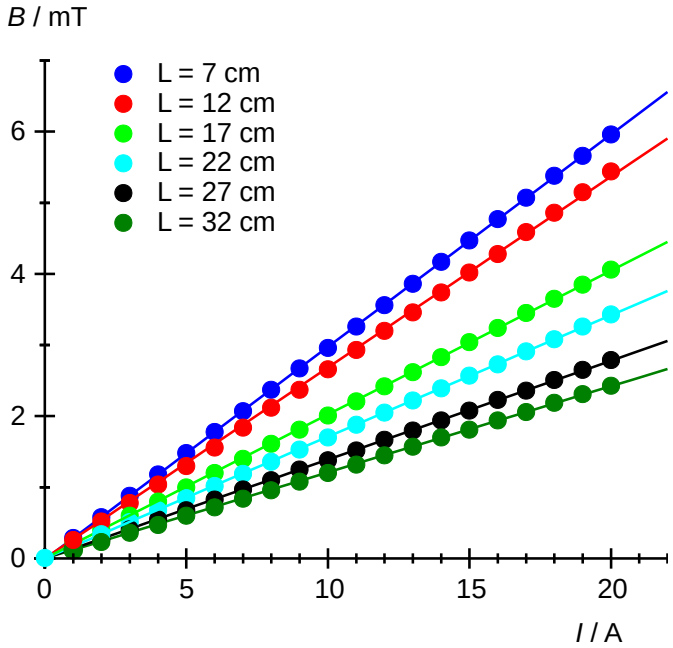

Fig. 6: Magnetische Flussdichte *B* in Abhängigkeit vom Strom *I* durch die Spule mit veränderlicher Windungsdichte für verschiedene Spulenlängen *L*.
- Die Messwerte aus Tab. 2 mit den unterschiedlichen Spulenlängen *L* als Parameter in einem *B*(*I*) – Diagramm darstellen (Fig. 6).